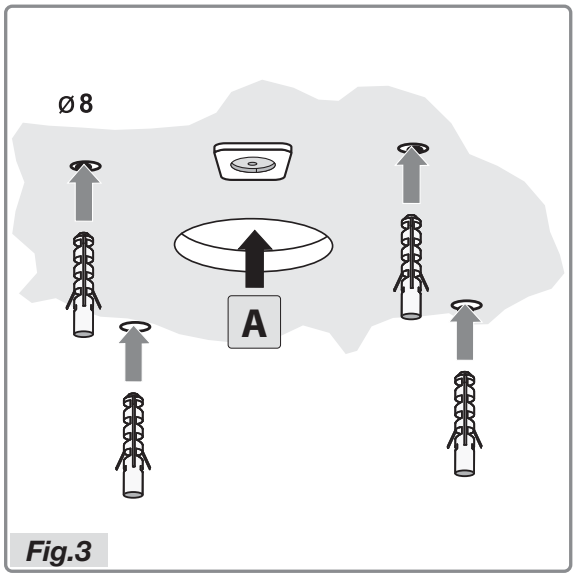

Fig.3
- Realiseer de luchtafvoeropening **A** (Fig.3).